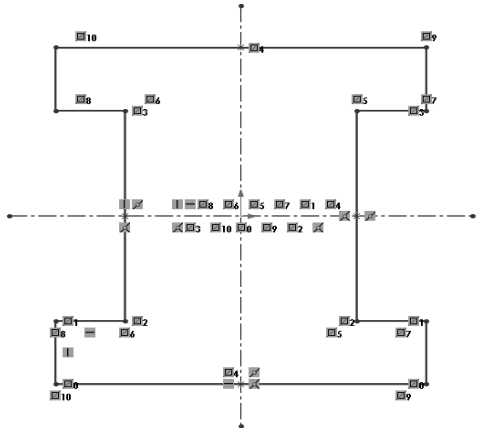

Figure 3-55 *Sketch after mirroring sketched entities*
e. Mirror the entire sketch along the second mirror line, refer to Figure 3-55.
3. Choose the **Mirror Entities** button from the **Sketch CommandManager**; the entire sketch is mirrored about the horizontal centerline. The sketch after mirroring the sketched entities is shown in Figure 3-55.